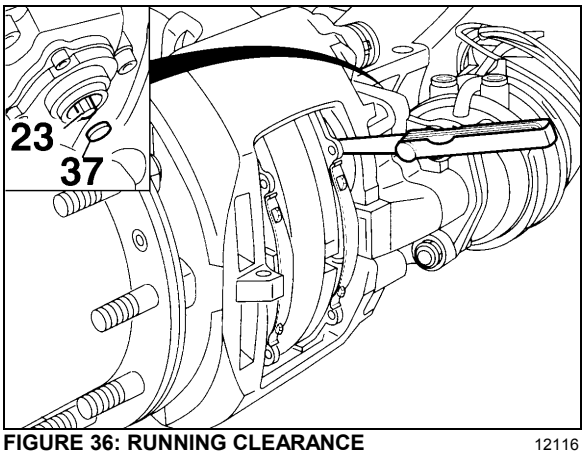

FIGURE 36: RUNNING CLEARANCE 12116
a) Insert a feeler gauge 0.028 inch (0.7 mm thickness) between tappet and pad back-plate (Fig. 36). Turn adjuster pinion clock-wise until 0.028 inch (0.7 mm) clearance is achieved. Replace cap (37) (Prévost # 641313).
b) To ensure a constant running clearance between the rotor and pads, the brake is equipped with an automatic adjuster unit. When the pads and rotor wear, the running clearance between the pads and rotor increases. The adjuster (23, Fig. 36) and turning device turn the threaded tubes by the amount necessary to compensate the wear.